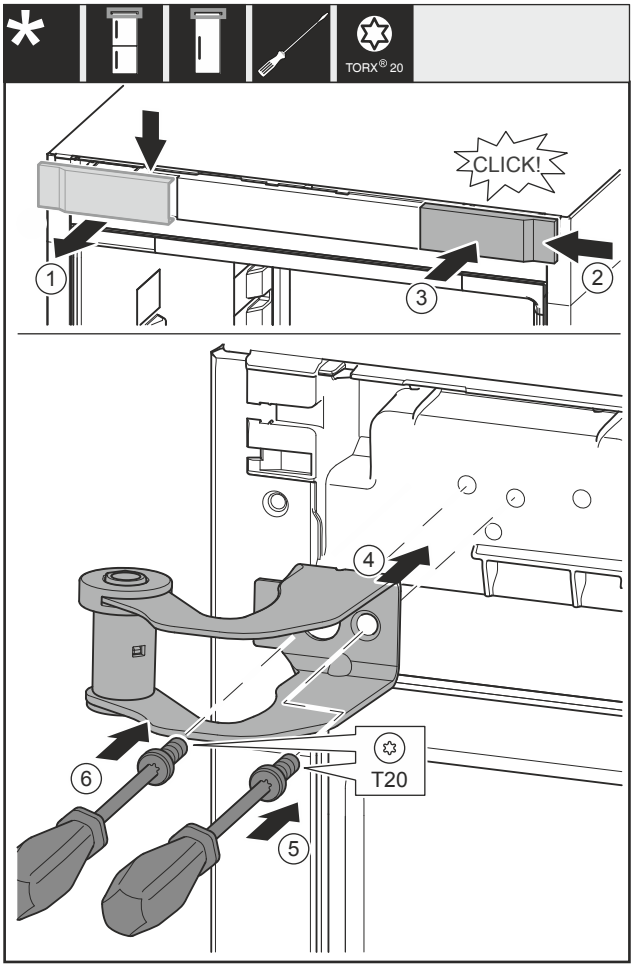

Fig. 12
- ▶ Afdekking *Fig. 12 (1)* van boven af naar voren lostrekken.
- ▶ Afdekking *Fig. 12 (2)* 180° gedraaid aan de andere zijde van rechts inhangen.
- ▶ Afdekking *Fig. 12 (3)* vastklikken.
- ▶ Bovenste lagerbok *Fig. 12 (4)* bevestigen.
- ▶ Schroef *Fig. 12 (5)* vastdraaien.
- ▶ Schroef *Fig. 12 (6)* vastdraaien.